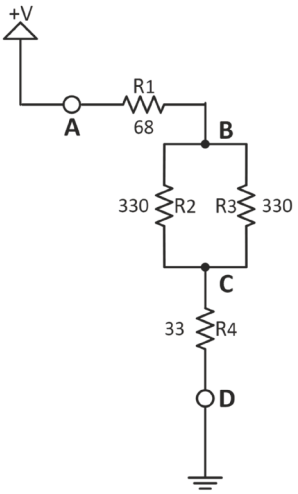

**FIGURE 2.38** Repeat
24. **Connecting oscilloscope probes to the circuit.** Connect the BNC end of three oscilloscope probes to channels CH1, CH2 and CH3. The black clips on each probe are earth ground, so connect them to ground (D) of Fig. 2.38. Do not forget that the black alligator clip on each probe goes to the outer shield of the BNC connector and are therefore all the same earth ground. Although electrically it is quite correct to use only one black clip, since that effectively connects the ground on all of the probes to that point, it is not advisable. The danger is that a loose ground connection dangling near your circuit might come in contact with an energized circuit element, and possibly short it out, causing damage. (Also, the black clips are removable, but please don't remove them, or they may get lost.) Therefore, good practice is to first connect all the ground leads to some earth-grounded location in your circuit, and then connect the signal leads of the probes. Now, pull on the probe hood and attach the probe clips to points A (CH1), B (CH2) and C (CH3). You might choose to attach the probes to extra pieces of wire on the breadboard in order to make your circuit less cluttered and to avoid pulling out the resistors with the probes, which can exert considerable force on the leads.